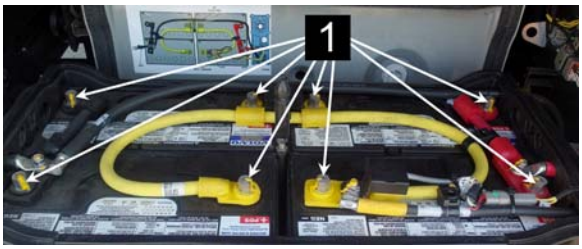

FIGURE 41: INSTALLER LES VIS DE CÂBLES DES BATTERIES
5. Connecter les câbles des batteries. Serrer les écrous des terminaux (item 1, FIGURE 41) à la valeur de couple suivante: